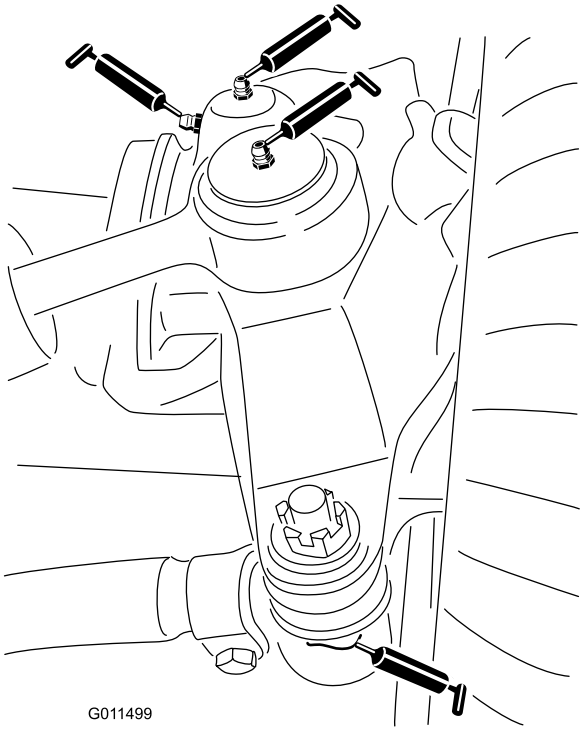

Figur 39
- Styrcylinderns kulleder (2) (Figur 39)
- Fästanordningarnas kulleder (2) (Figur 39)
- Axeltappsbussningar (2) (Figur 39).